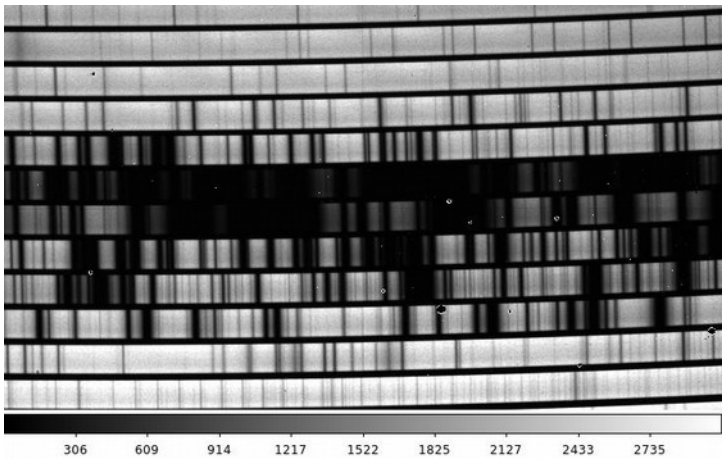

Figure 10: Raw stare image of Mars: the signal covers the whole slit width.
9. the spectrum is extracted (see point 5 of nodding reduction). The only difference with the nodding extraction is on the limits of the extraction profile, which in this case may span the whole slit width (see Fig. 10);